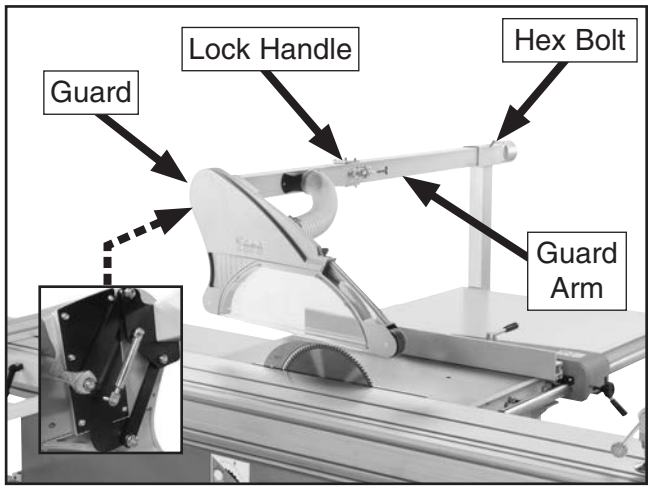

Figure 73. Blade guard assembly.
The term "blade guard" refers to the assembly shown in **Figure 73**.
Sometimes the guard or its components can get in the way when cutting very narrow workpieces or other specialized cuts. Use the lock handle shown in **Figure 73** to move the guard out of the way. The blade guard MUST remain installed on saw. If blade guard is removed for specific operations, always replace it immediately after those operations are complete.
Loosen the hex bolt securing the guard arm (see **Figure 73**), and adjust the guard so the distance between the blade and both side covers is equal.
For stock up to 1" thick, loosen the (4) lock nuts securing guard to guard arm, (see inset image in **Figure 73**), ¼-turn each so the blade guard moves smoothly up and down with the workpiece. For stock thicker than 1", set the guard to rest on the workpiece, then tighten the (4) lock nuts.